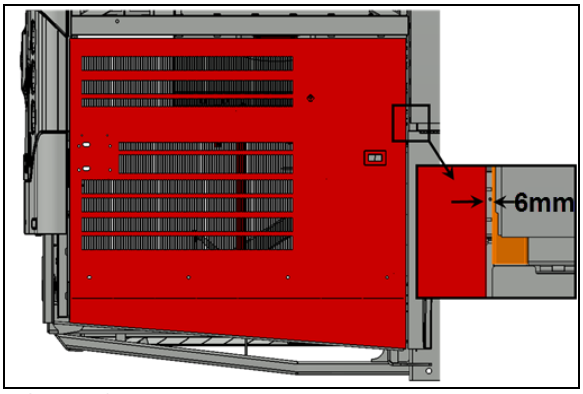

FIGURE 53
5. Check the gap between the door and the adjacent panel at the level of the upper attachment point of the arm on the door. The gap should be ¼" (6 mm) (FIGURE 53).